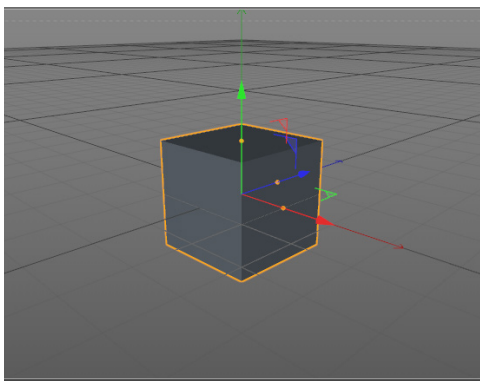

Figure 3-13 *Cube created in the Perspective viewport*
1. Choose **Create > Mesh Primitive** from the main menu; a cascading menu is displayed. Next, choose **Cube** from it; a cube is created in the Perspective viewport, as shown in Figure 3-13. and *Cube* is added to the Object Manager.